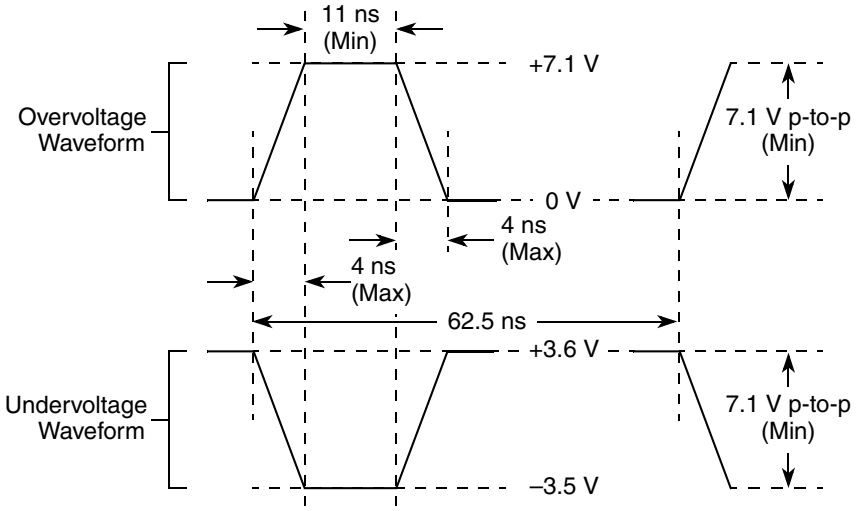

Figure 3. Maximum AC Waveforms on PCI Interface for 3.3-V Signaling
6. OVIN on the PCI interface can overshoot/undershoot according to the PCI Electrical Specification for 3.3-V operation, as shown in Figure 3.
Figure 3 shows the undershoot and overshoot voltage of the PCI interface of the MPC8343EA for the 3.3-V signals, respectively.